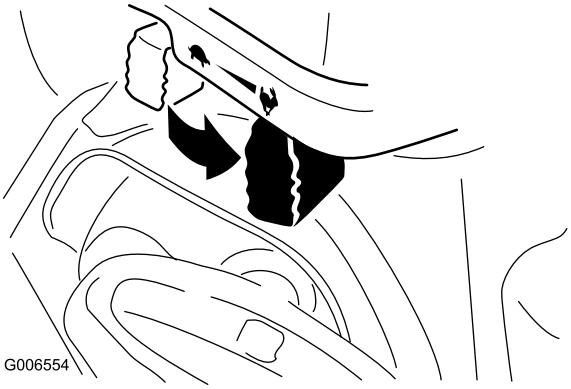

Figur 24
6. Flytta gasreglaget till det snabba läget (Figur 24).